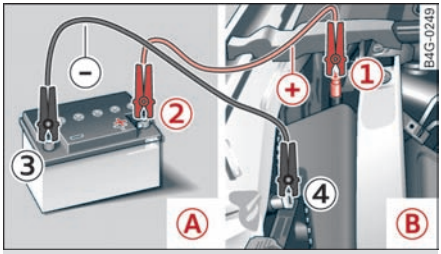

图 238 用另一辆汽车的蓄电池进行辅助启动：Ⓐ – 供电，Ⓑ – 电量耗尽
1. 将正极红色电缆的一端固定在待启动车辆 Ⓑ 的跨接启动销 ① ⇨ *图 238* 上（红色盖板下的启动销 = “正极”）。
2. 将正极红色电缆的另一端固定在供电蓄电池 Ⓐ 的正极 ② 上。